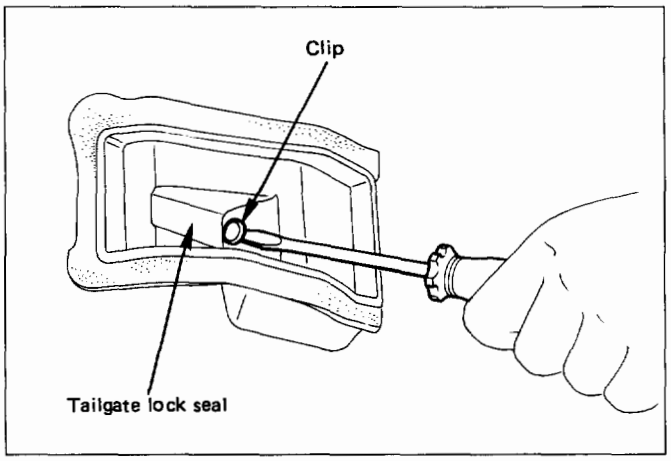

Fig. 10-158
4. **Tailgate lock seal (Fig. 10-158)**